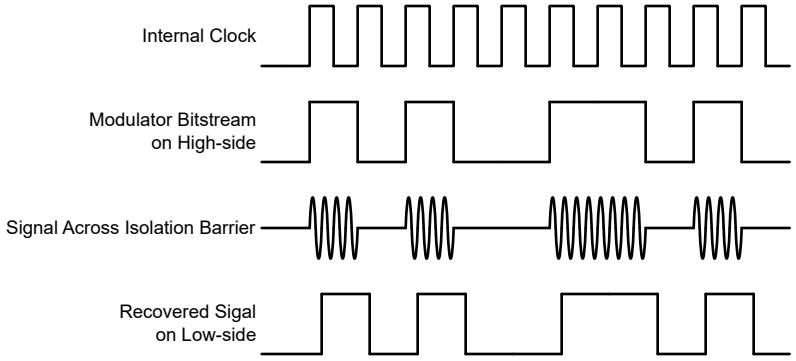

Figure 7-1. OOK-Based Modulation Scheme
The AMC1311-Q1 uses an on-off keying (OOK) modulation scheme, as shown in Figure 7-1, to transmit the modulator output bitstream across the SiO_2-based isolation barrier. The transmit driver (TX) shown in the *Functional Block Diagram* transmits an internally-generated, high-frequency carrier across the isolation barrier to represent a digital *one* and does not send a signal to represent a digital *zero*. The nominal frequency of the carrier used inside the AMC1311-Q1 is 480 MHz.